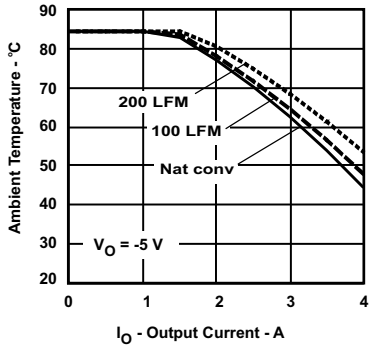
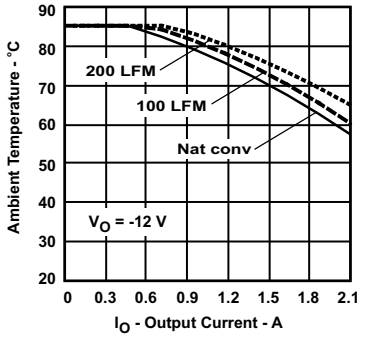
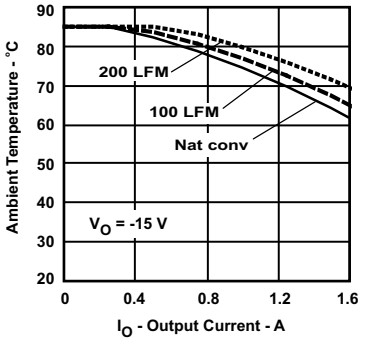

Figure 10.
Figure 11.
Figure 12.
(2) The temperature derating curves represent the conditions at which internal components are at or below the manufacturer's maximum operating temperatures. Derating limits apply to modules soldered directly to a 100 mm x 100 mm, double-sided PCB with 2 oz. copper. Applies to Figure 10, Figure 11, and Figure 12.